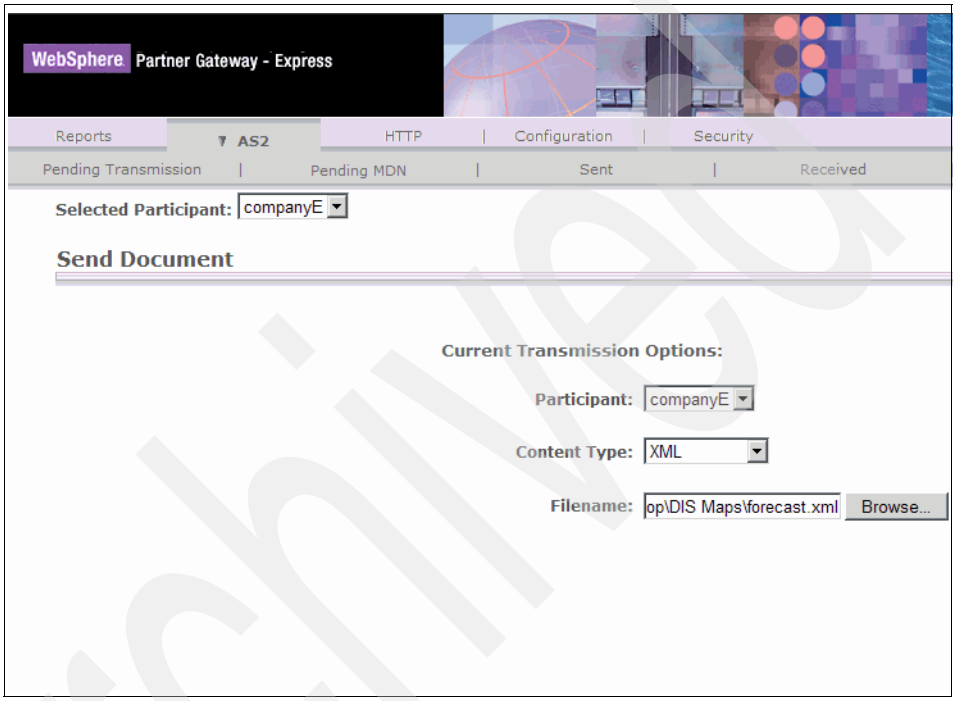

Figure 10-21 Manually sending an XML document
2. Select **Company E** as the participant. Set the content type to **XML**. Click **Browse** to locate the file being sent on the file system. Click **Send** to initiate the transmission (Figure 10-21).